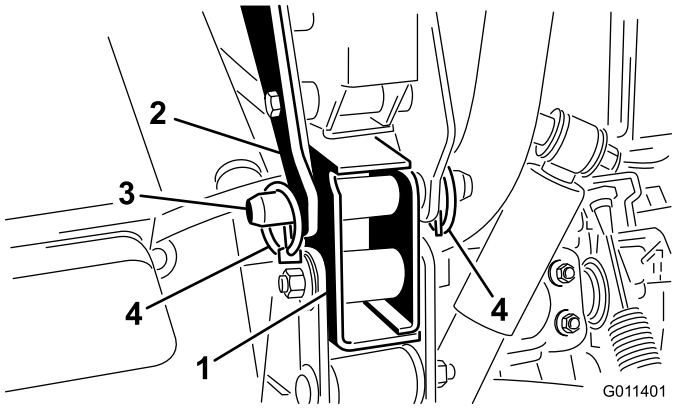

Figuur 8
6. Bevestig de achterste montagebeugels aan het voertuigframe met een gaffelpen en (2) lynchpennen (Figuur 8).